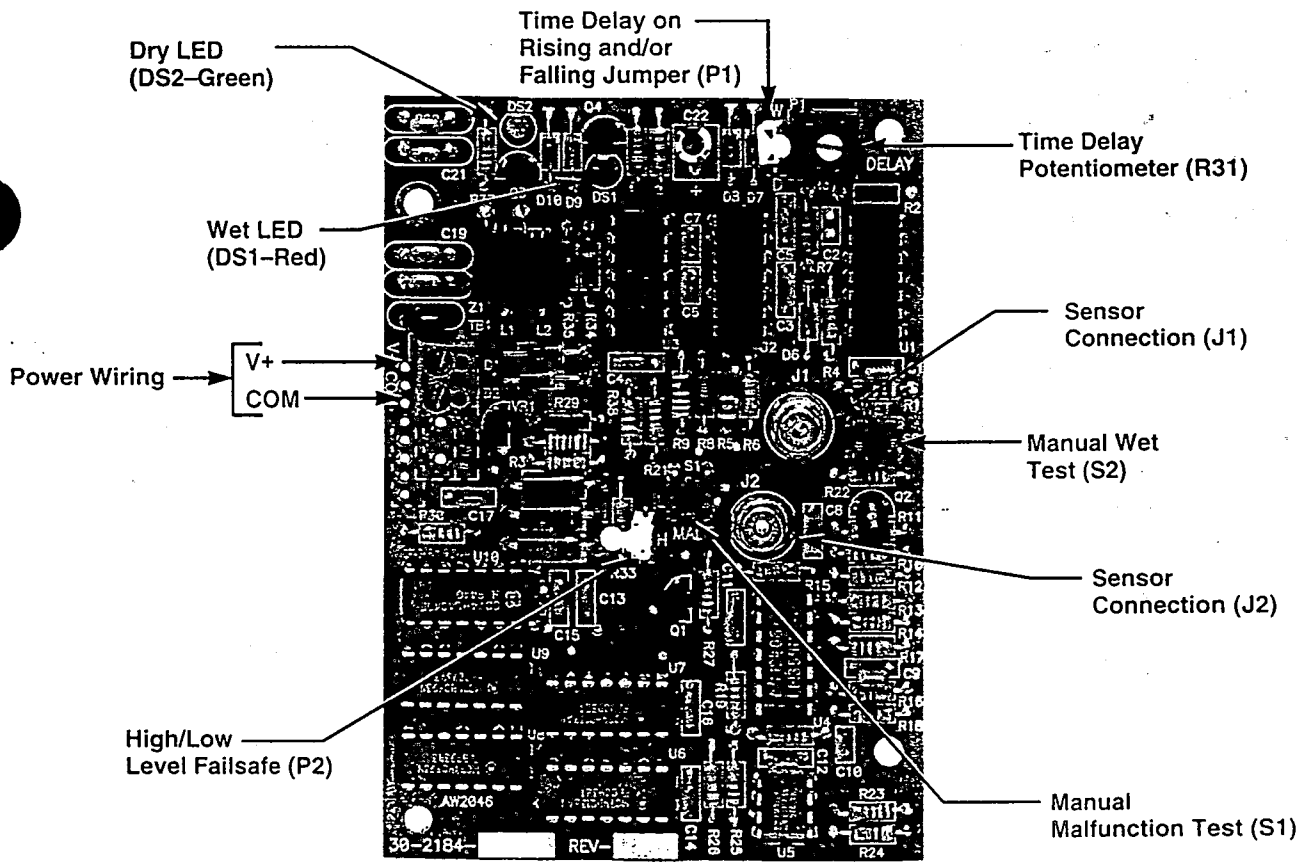

Figure 11
4. Connect power leads to proper terminals of TB1 on amplifier PC board as shown in Figure 11.
5. Select High/Low failsafe setting by placing jumper in desired position. For low level failsafe, position jumper between the middle pin and the pin next to the L mark on P2. For high level failsafe, position jumper between the middle pin and the pin next to the H mark on P2. Refer to Figure 11.
5. Run power leads to power terminal strip on left side of PC board. Refer to Figure 11 on page 7.
All Series 91S/92S units are provided with an adjustable time delay of approximately 0.5 to 30 seconds. The time delay potentiometer is on the upper right corner of the amplifier PC board and marked DELAY. There is a jumper selector to the left of the potentiometer marked P1. This is the wet and/or dry time delay. The time delay can be made on rising and/or falling level. When the jumper is placed in the (W) position, there will be an adjustable delay on a dry to wet transition, with a fixed 0.5 second delay on wet to dry transition. When the jumper is set in the (D) position, the delay will be on a wet to dry transition with a fixed delay of 0.5 seconds on a dry to wet transition. If no jumper is placed on the pins, the delay will be in both directions. Minimum time delay occurs with potentiometer adjustment fully counterclockwise. Increase time delay by turning clockwise. Refer to Figure 11 on page 7.
REFER TO FIGURE 11 ON PAGE 7 FOR THE FOLLOWING CHARTS.